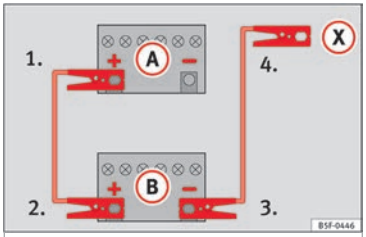

Fig. 78 Esquema de conexión para vehículos sin sistema Start Stop.
2. Emborne un extremo del cable *rojo* de emergencia al polo positivo (+) del vehículo con la batería descargada (A) ››› **fig. 78**.
3. Emborne el otro extremo del cable *rojo* de emergencia al polo positivo (+) del vehículo que suministra la corriente (B).
4. *En los vehículos sin sistema Start-Stop:* emborne un extremo del cable *negro* de emergencia al polo negativo (–) del vehículo que suministra la corriente (B) ››› **fig. 78**.